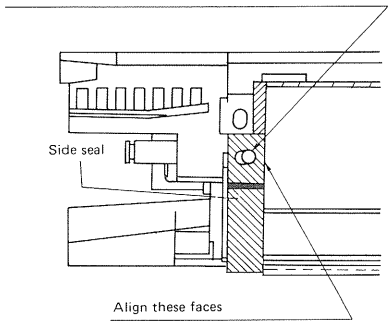

Figure 4-59
2) Apply the side seal to the position shown in Figure 4-59.
Align the oblong hole in the end seal with the oblong hole in the developing and the edge of the seal with the inner face of the hopper (see Figure 4-59) then press the seal down firmly.